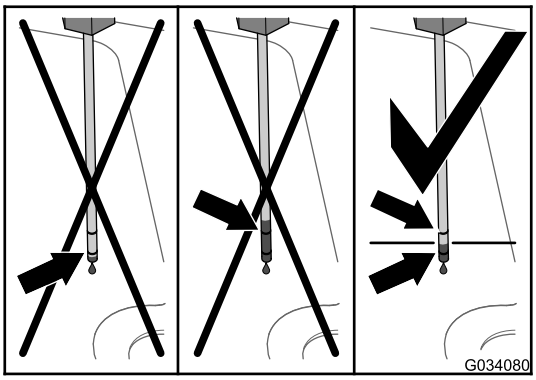
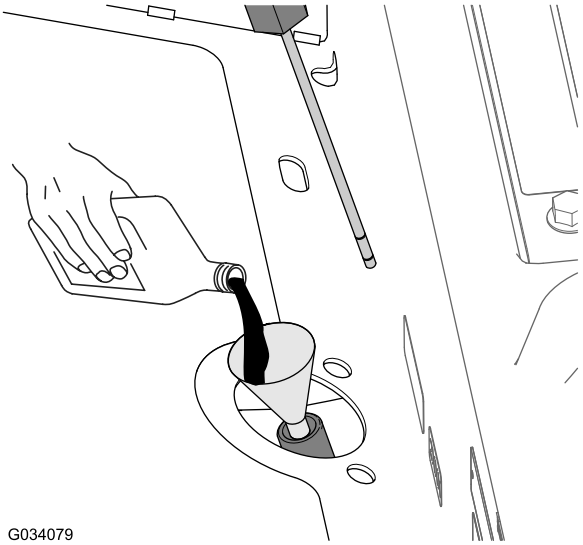

Figur 84
Figur 85
4. Fjern målepindens dæksel, og kontroller væskestanden (Figur 84).
5. Hvis væskestanden er under det nederste Full-mærke på målepinden, skal den angivne hydraulikvæske fyldes i påfyldningsrøret (Figur 85), indtil væskestanden stiger mellem de øvre og nedre mærker, når den kontrolleres med målepinden (Figur 84). Se Hydraulikvæskespecifikation (side 60).
6. Hæld den angivne hydraulikvæske i påfyldningsrøret (Figur 85 i Kontrol af hydrauliksystemet og væskestanden (side 61)), indtil væskestanden i transakselhuset (beholderen) er midtvejs mellem de øvre og nedre mærker på målepinden (Figur 84 i Kontrol af hydrauliksystemet og væskestanden (side 61)). Se Hydraulikvæskespecifikation (side 60).